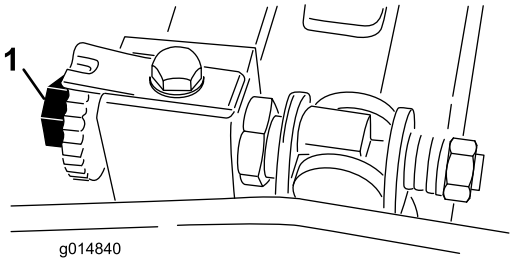

Figur 46
3. Drei spolen slik at et knivblad krysser kanten på motstålet mellom det første og andre skruehodet på høyre side av klippeenheten (Figur 46).
6. Juster den høyre justeringsskruen på motstangen til du kjenner et lett press på mellomlegget (dvs. motstand) ved å gli den fra side til side (Figur 46).